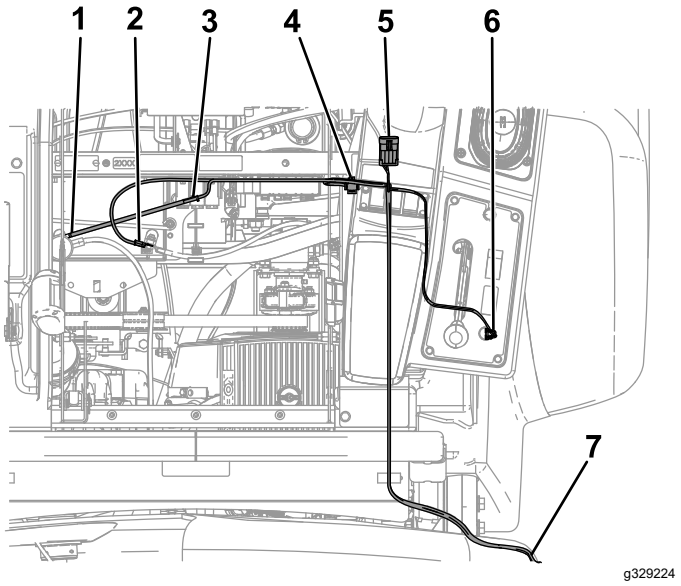

Figura 7
1. Collegare i 2 connettori sul cablaggio preassemblato al connettore bipolare sull'interruttore (Figura 7).
4. Inserire il connettore vicino nel relè (Figura 7) e montare il relè nel foro esterno sul telaio vicino ai relè esistenti.
5. Unire il collegamento del fusibile al cavo rosso fissato al morsetto positivo (+) della batteria (Figura 7).
7. Collegare l'ultima estremità del cablaggio alla terra del portafusibile (Figura 7).